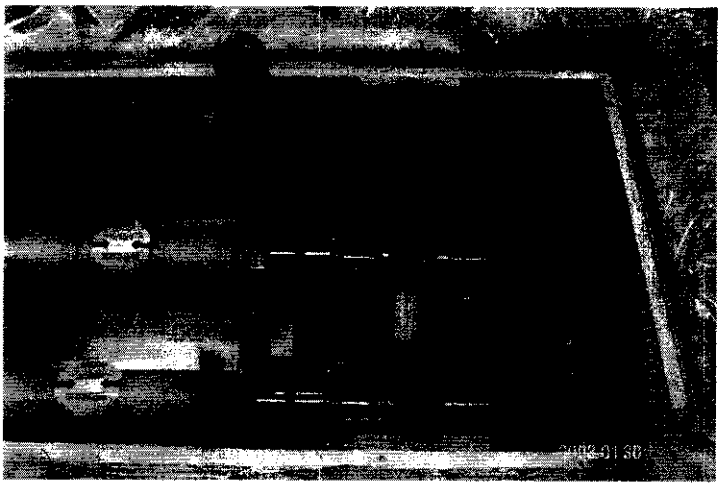

Figure 1.1 The lifting/insertion tool bolted to a power lead in preparation for removing it from the shipping container.
1.1 Attach the lifting/insertion tool to the lead flag as shown in Figure 1.1 and remove the lead from the shipping container.